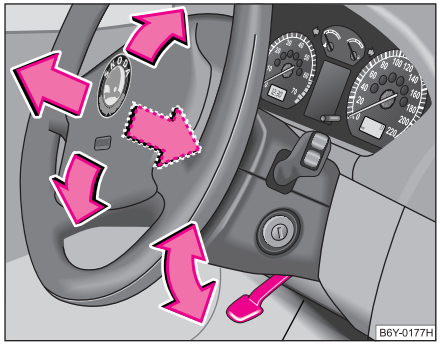

Fig. 88 Volan reglabil: Maneta de sub coloana volanului
– Îndreptați maneta de sub volan ⇒ fig. 88, în jos ⇒ ⚠.